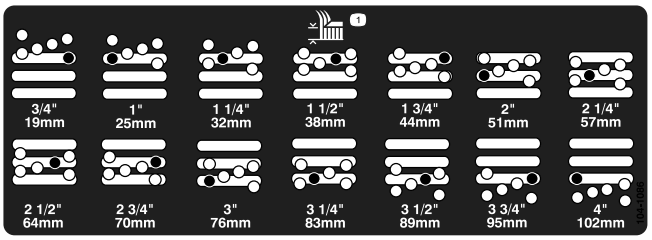

**Figura 21**
5. Spostate l'alloggiamento all'altezza di taglio opportuna e montate il distanziale nel foro e nella scanalatura dell'altezza di taglio prescelta (Figura 21).